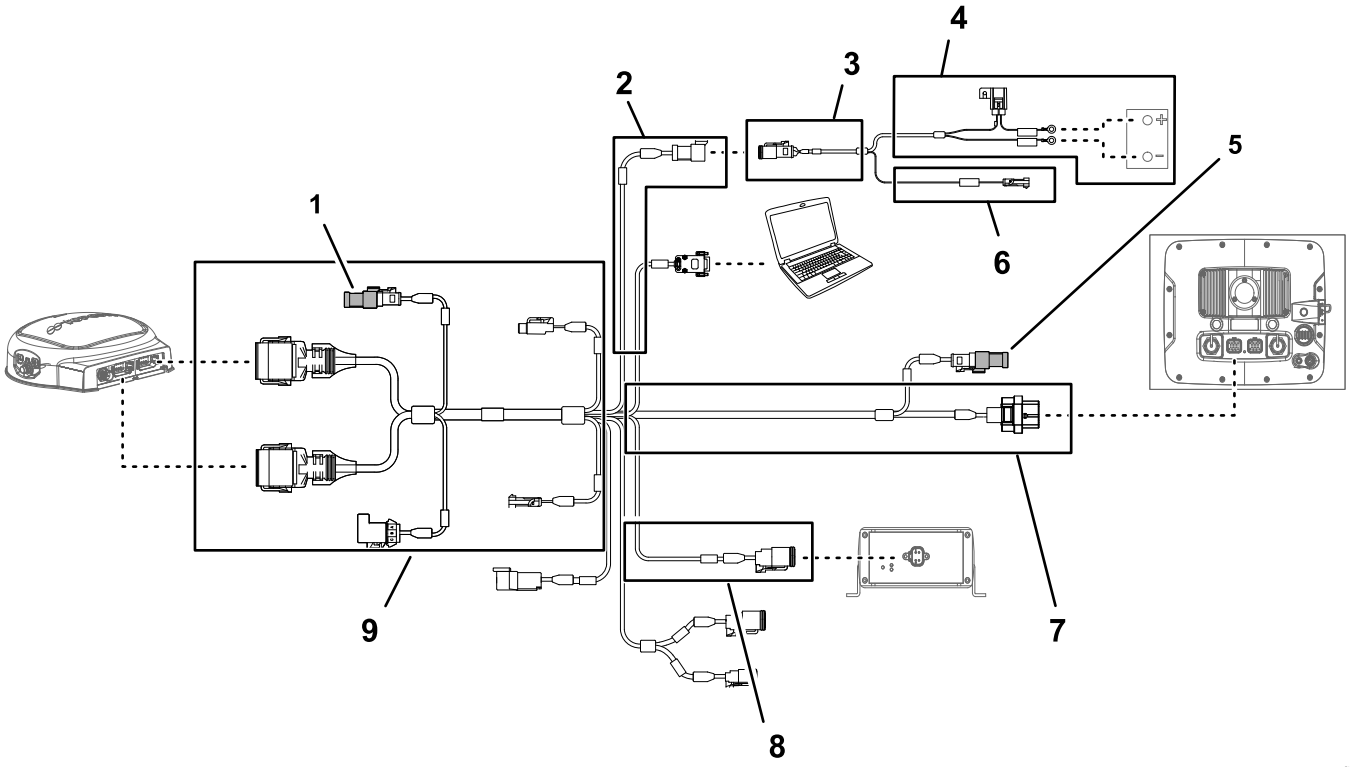
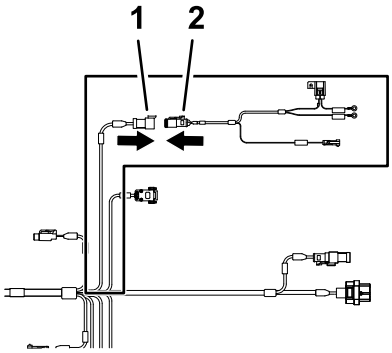

Figur 162
Figur 163
1. För in den avslutande resistorn (om den inte redan är installerad) i den elektriska kontakten på navigeringsmottagarens 390 cm långa datakablagedel (Figur 162).
2. För in den avslutande resistorn (om den inte redan är installerad) i den elektriska kontakten på sprutskärmens 220 cm långa datakablagedel (Figur 162).
3. Anslut kontakten med tre uttag (elkraftskontaktyta) på navigeringselkablaget till kontakten med tre stift (elkraftskontaktyta) på datakablaget (Figur 162 och Figur 163).